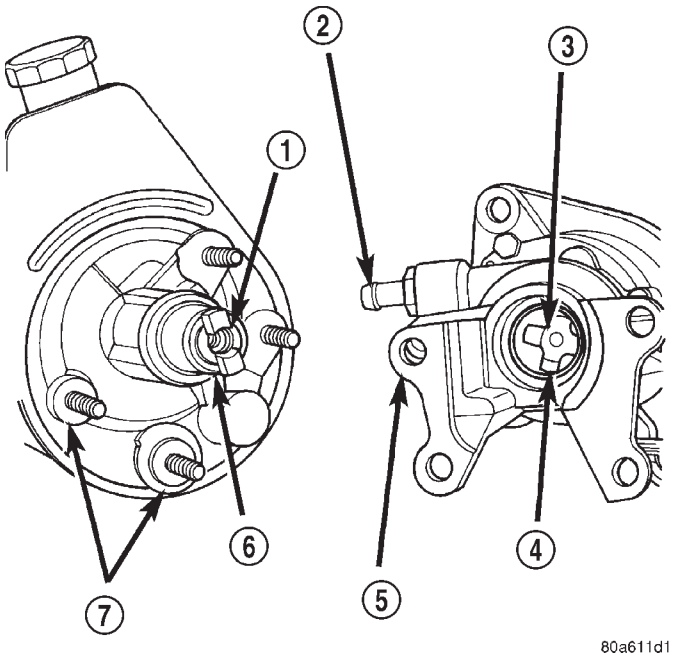

Fig. 9 Steering Pump & Vacuum Pump
(9) Slide the steering pump from the bracket. Use care not to damage the internal oil seal in the vacuum pump (Fig. 9).
(10) Remove the two pump body spacers.